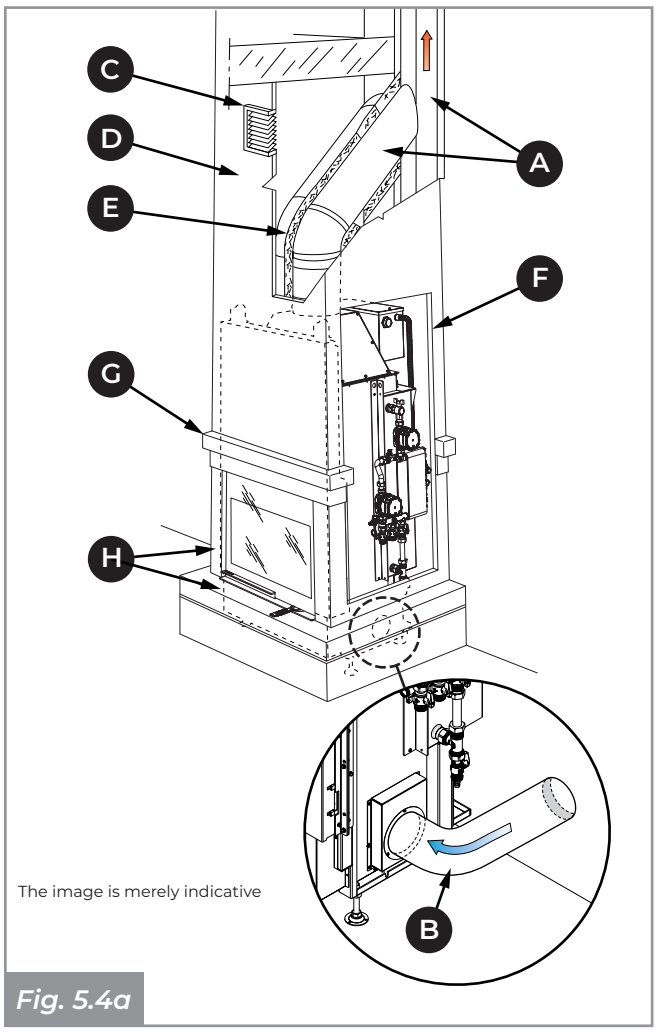

*Fig. 5.4a*
**Fig. 5.4a** shows a typical assembly diagram.
For correct installation, the smoke duct between the Termopalex unit and the smoke stack must be watertight and all joints must be sealed with material suitable for high temperatures **(A - Fig. 5.4a)**.
The installation instructions require the installation of a heat recovery grill as close to the ceiling as possible (about 20 cm) **(C - Fig. 5.4a)**.